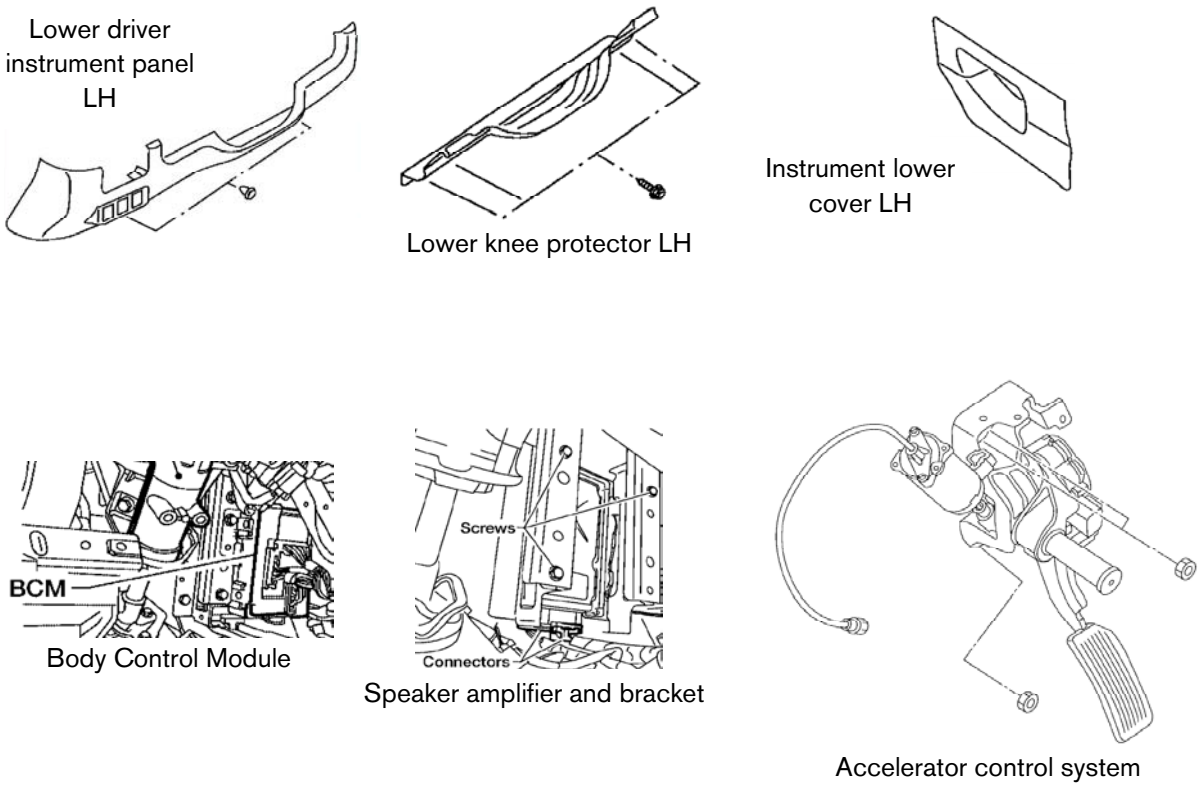

Fig. 3
(11) Remove the following interior parts as shown in Fig. 3 (Refer to vehicle service manual)